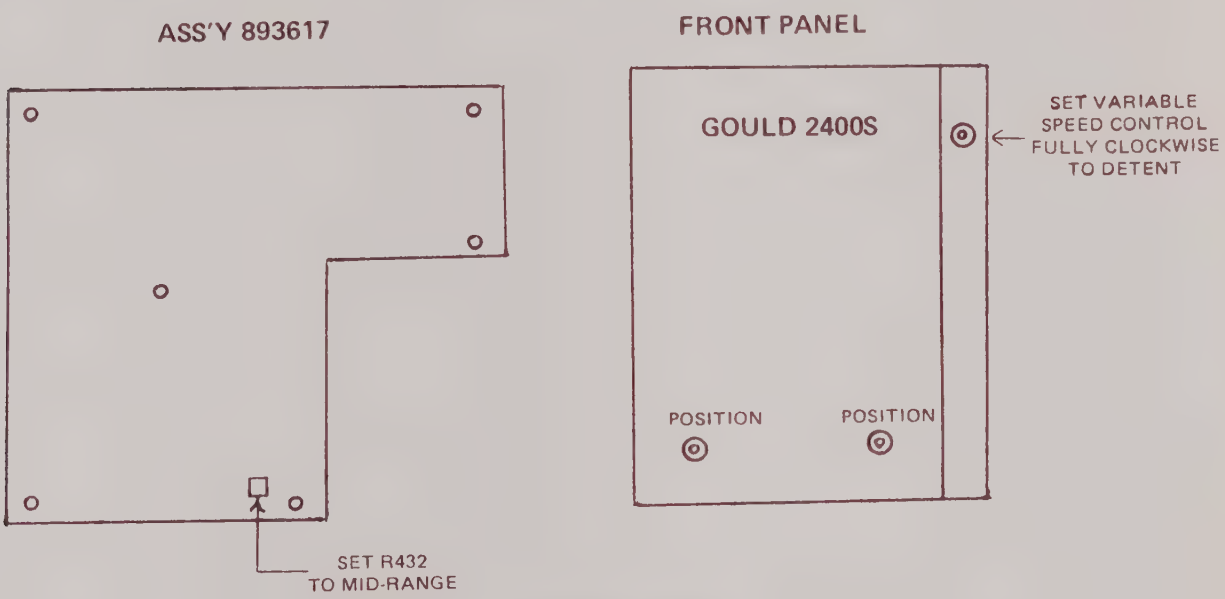

**FIGURE 5-14 PROCESSOR BOARD CALIBRATION**
1. Set R432 (Processor Board) to mid-range and the variable speed control full clockwise to detent. (Refer to Figure 5-14).